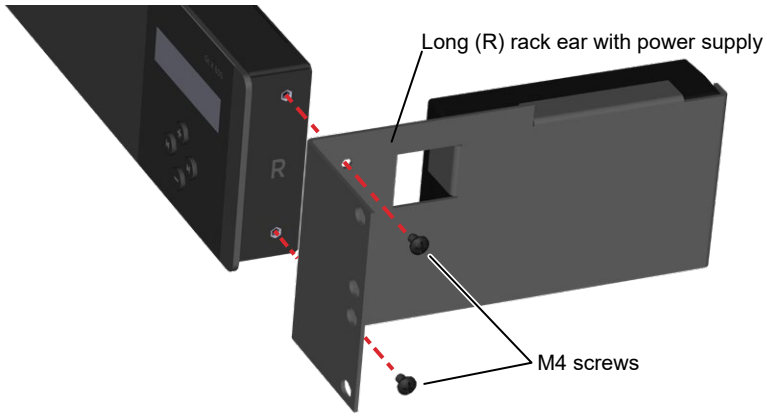

Figure 23. Attach rack ears to the controller
4. Attach the rack ears to the Qt X device with the M4 screws removed in the first step. Mount the longer one with the power supply to the right side on the controller. The brackets and controller are marked with R/L. Match the bracket to the appropriate side of the controller (Figure 23).